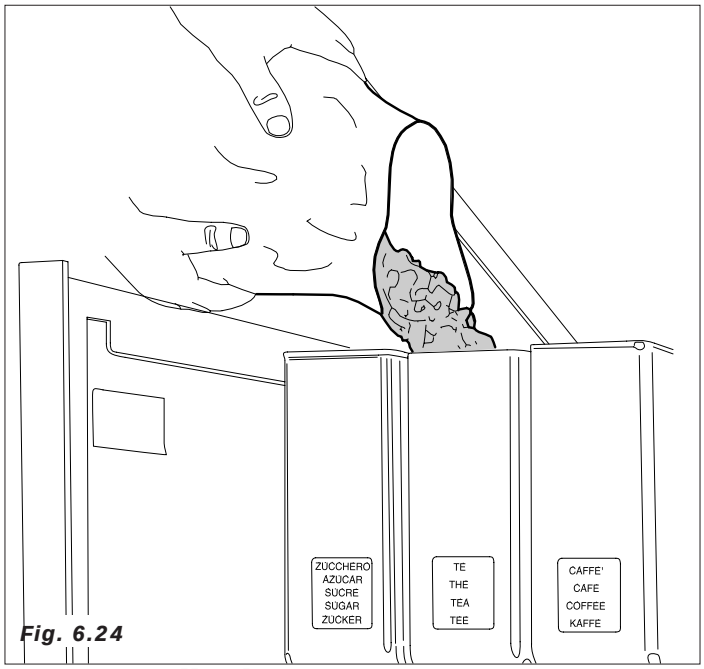
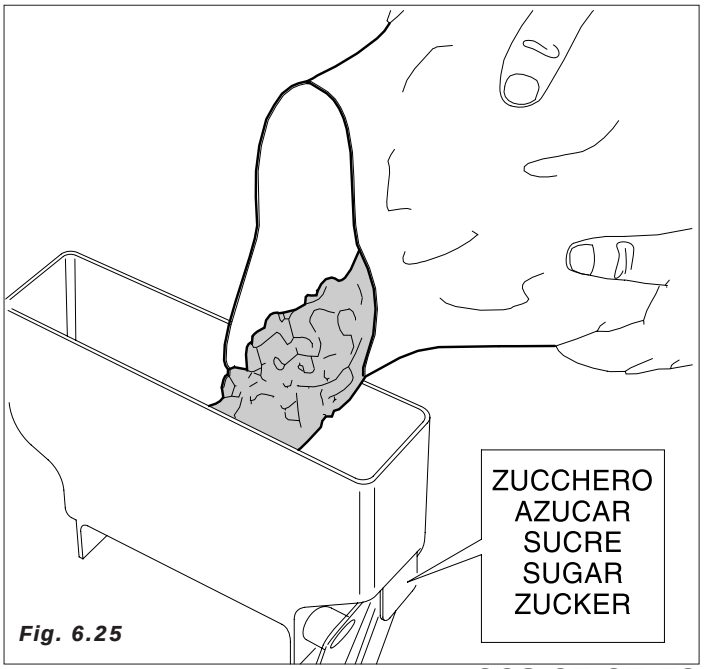

Fig. 6.24
Fig. 6.25
– Quitar la tapa de todos los contenedores y colocar el producto adecuado según muestra el rótulo *(Fig.6.24 - Fig.6.25)*